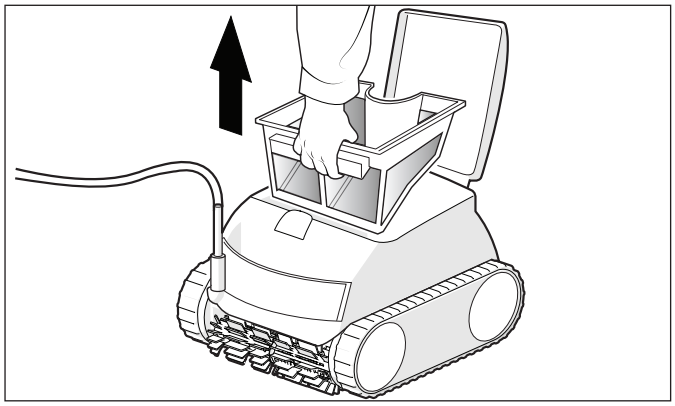

Figure 12. Retirer le panier filtrant
3. Séparez le panier filtrant du support (Figure 12).